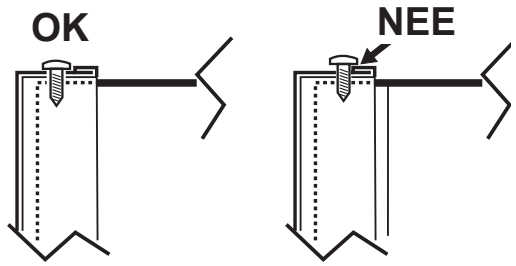

fig. 16 - montage met onderste schroeven
3. Ga in omgekeerde volgorde te werk om het voorpaneel weer terug te plaatsen. Zorg ervoor dat het goed vastzit op het bovenpaneel en volledig steunt op de zijpanelen. De kop van schroef "A" moet, eenmaal vastgedraaid, geplaatst worden zoals in “fig. 16 - montage met onderste schroeven”).